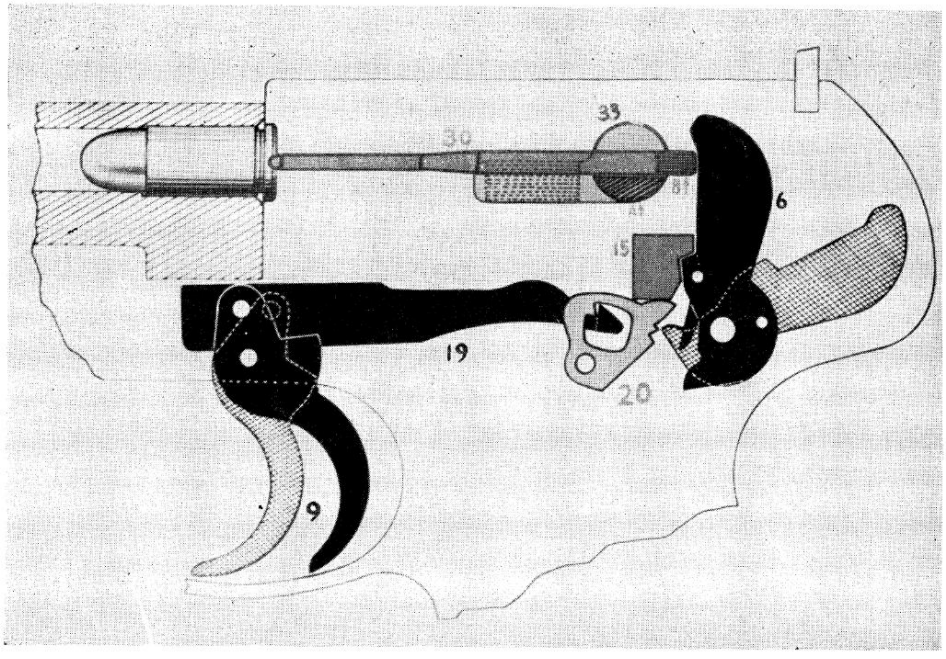

FIGURE 7. HAMMERLESS ARMY PISTOL AT INSTANT OF FIRING.
See Figure 7. The trigger (9) has been drawn back, causing it to pivot on its axis pin and compress its spring. It has drawn the attached trigger bar (19) forward. The tit on the end of the trigger bar passing through the hole in the sear (20) has rocked the sear up and ahead on its axis pin to pull the sear nose out of engagement with the cocked hammer. The mainspring thrusting up the hammer strut has driven the hammer (6) up and ahead on its axis pin. Meanwhile the upper arm of the sear has elevated the automatic hammer lock (15) until the cut in its surface is high enough to receive the hammer.